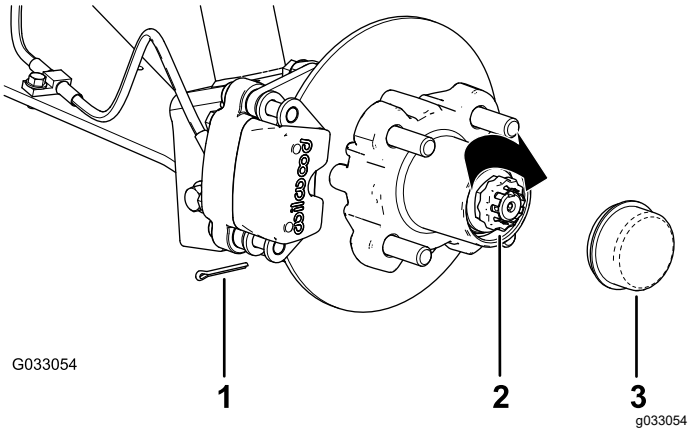

Figur 29
8. Montera hållaren över muttern och kontrollera inriktningen mellan skåran i hållaren och hålet i spindeln för saxpinnen (Figur 29).
9. Montera saxpinnen och böj benen runt hållaren (Figur 29).
10. Montera dammkåpan på navet (Figur 29).